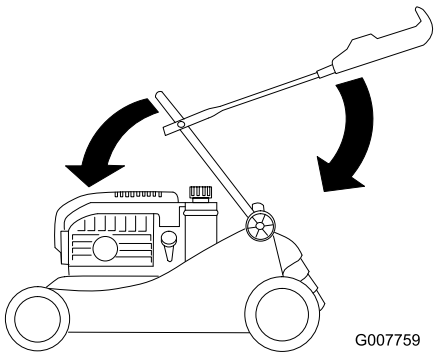

Figur 37
3. Vend den nedre delen av håndtaket forsiktig fremover til den hviler på motoren (Figur 37).
4. Vend den øvre delen av håndtaket forsiktig bakover til den hviler flatt (Figur 37).